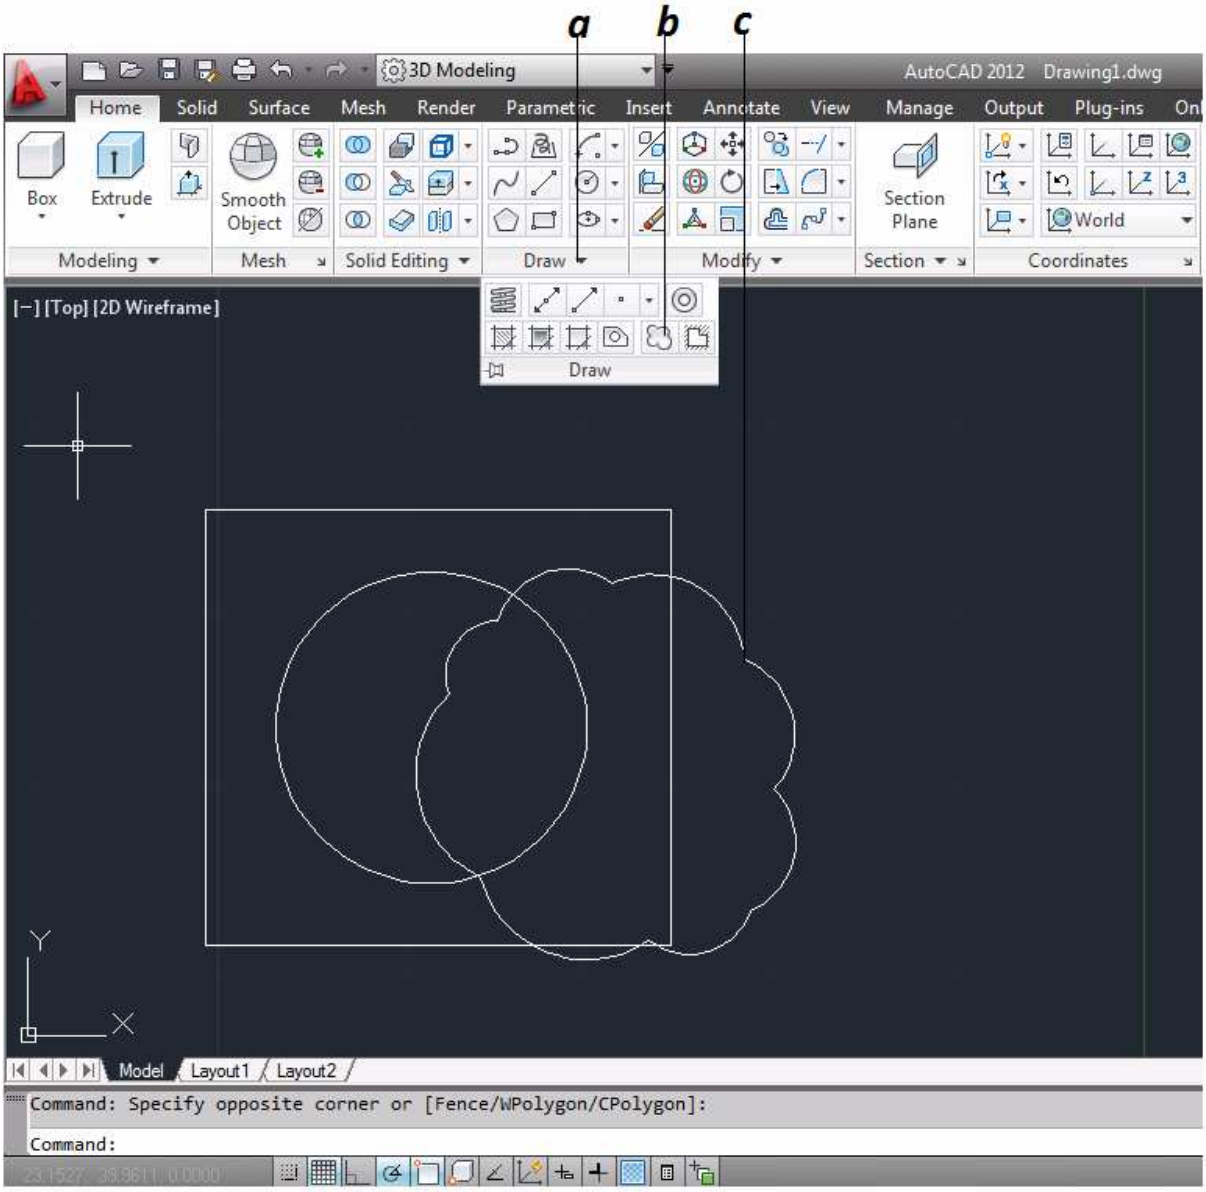

Figura 3.57 Sombreado "Nube de Revision"
- **a.** Se selecciona la flecha del icono Dibujar *(figura 3.57).*
- **b.** Se selecciona el icono nuberev [revcloud] *(figura 3.57).*
- **c.** Se da clic en la coordenada donde se iniciara la nube *(figura 3.57).*
- **d.** Se da clic alrededor del dibujo que se va a encerrar *(figura 3.57).*